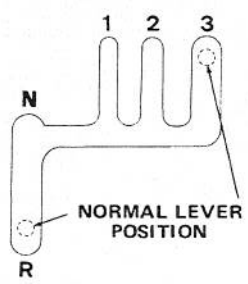
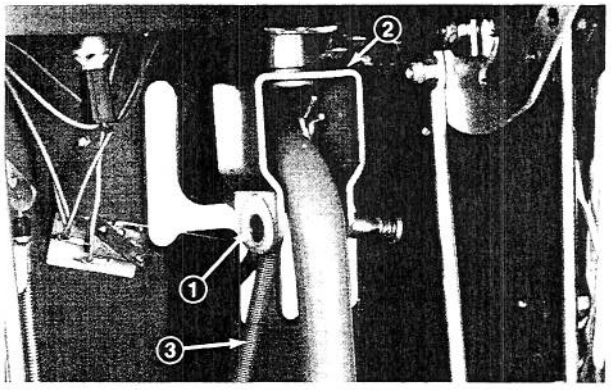

Figure 12
Figure 13
4. Screw black knob onto end of wheel drive control lever and hook tension spring to hole in control panel (Fig. 13).
1. Move gear shift into "third" gear and check position of lever (Fig. 12). Lever should be in normal position (Fig. 12). Move shift lever to "reverse" position and release lever. Lever should return freely to "neutral" position. If lever functions are incorrect, proceed to step 2 and adjust the U-shaped pivot bracket securing the shift lever assembly (Fig. 13).
2. Shift into "first" gear. Remove hair pin cotter, flat washer and clevis pin retaining gear shift in place (Fig. 13). Next, move gear shift away from U-shaped pivot bracket and rotate the pivot bracket one complete turn (Fig. 13). Then reinstall gear shift.
Note: Rotate U-shaped pivot bracket clockwise – in – to lower wheel drive control lever, and counterclockwise – out – to raise the lever (Fig. 13).
1. With engine running, shift to reverse and release the shift lever. The lever should return to neutral. If it does not, turn the engine off, remove hair pin cotter, flat washer and clevis pin retaining gear shift; separate gear shift from U-shaped pivot bracket and rotate U-shaped bracket counter-clockwise 1/2 turn away from top of panel (Fig. 13). Try reverse again. Lower the bracket until the shift lever will return to neutral (Fig. 15).